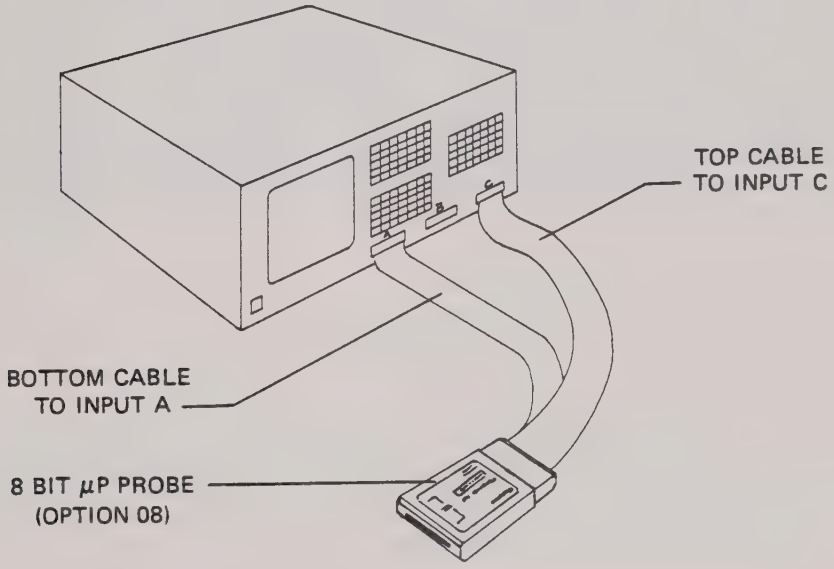

Figure 9.8 - Front Panel Installation of the 8-Bit Microprocessor Probe
9.5.2.1 Figure 9.8 shows the correct arrangement for plugging Option 08, the 8-bit microprocessor probe, into front-panel Inputs A and C of the analyzer.